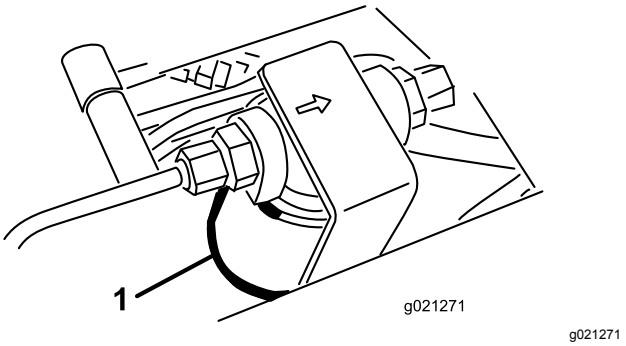
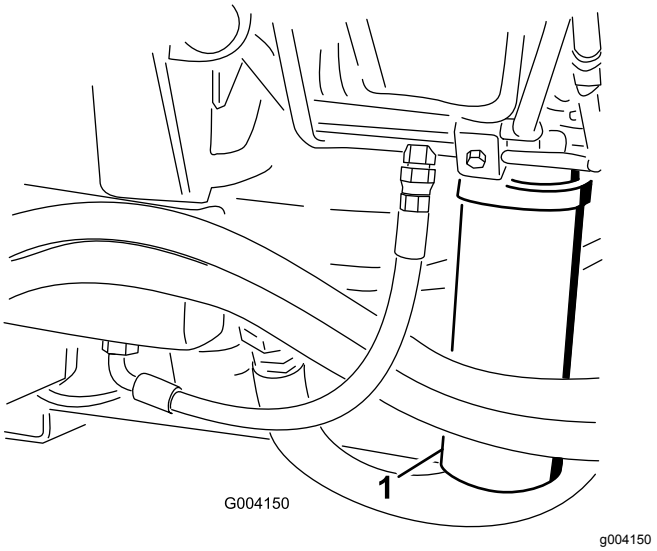

Figur 102
Figur 103
2. Rengjør området rundt der filteret skal festes, og plasser et tappefat under filtrene (Figur 102) og (Figur 103).